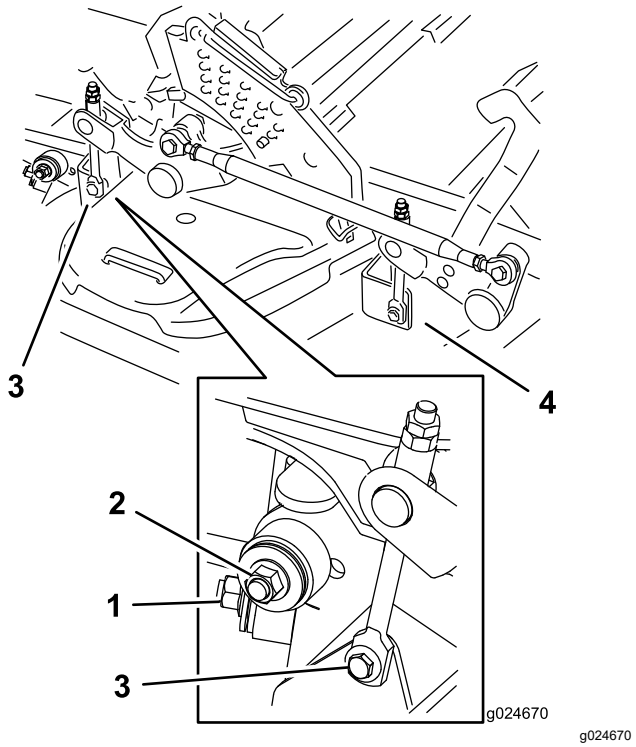

**Figur 120**
7. Fjern monteringsboltene/-møtrikkerne på begge sider af skjoldet som vist i Figur 120, og læg dem til side.